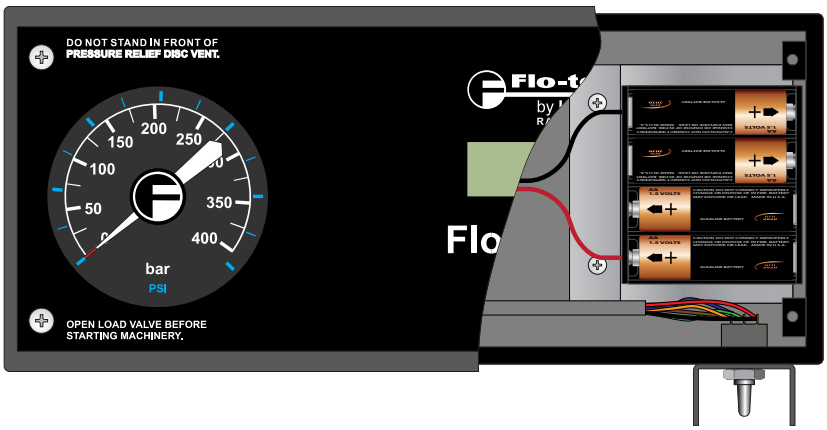

Figure 11: Battery replacement
1. Position the PFM6BD to expose the internal burst disc body as shown in *Figure 11*.